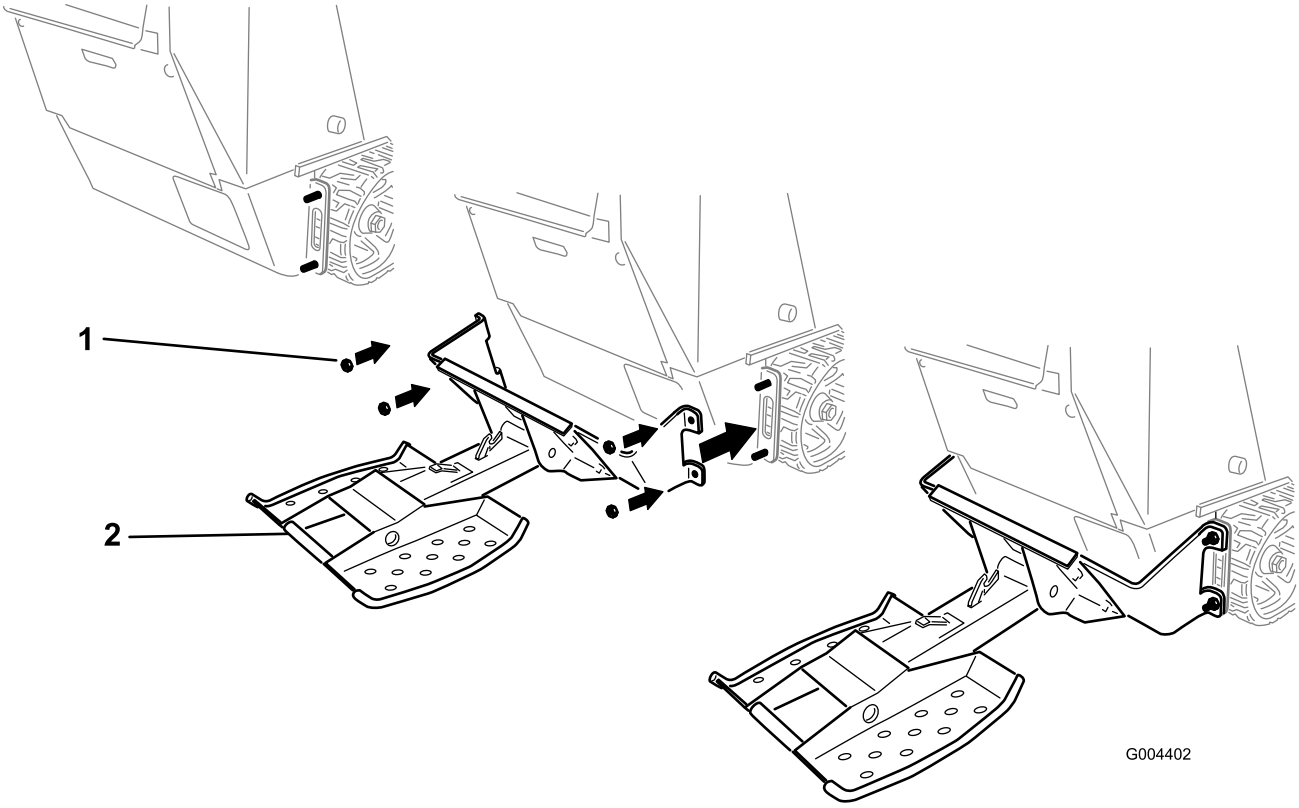

Rysunek 5
5. Zamontuj wsporniki montażowe (Rysunek 5) na 4 śrubach (½ x 1½ cala) założonych wcześniej i przykręć je 4 nakrętkami kołnierzowymi (½ cala).